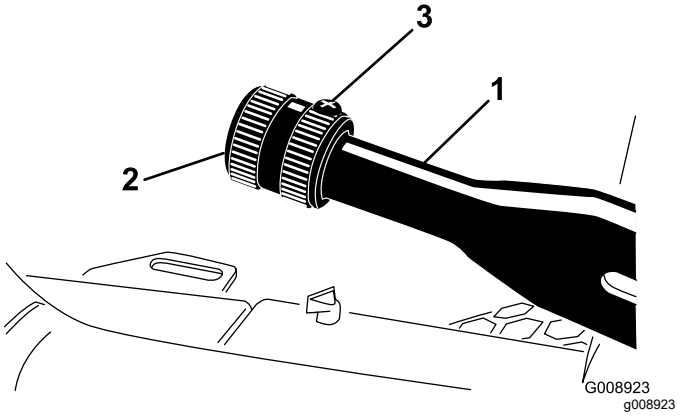

Figuur 63
2. Draai de stelschroef los waarmee de knop is bevestigd aan de parkeerremhendel (Figuur 63).